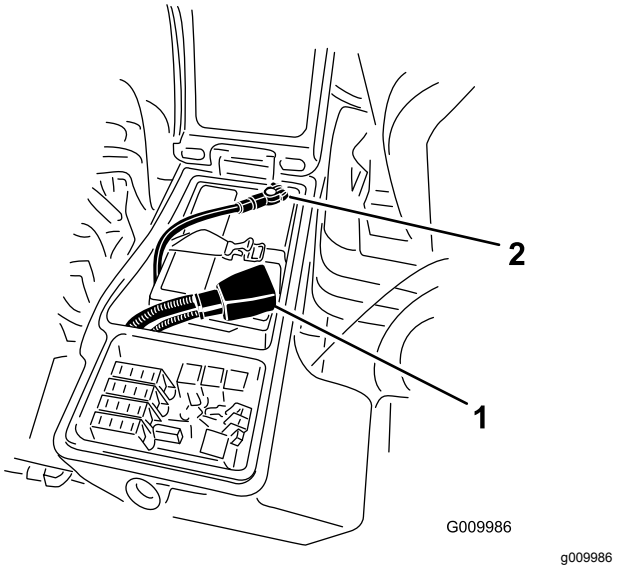

Figur 66
4. Fäst pluskabeln (röd) till plusanslutningen (+) och minuskabeln (svart) till minusanslutningen (-) på batteriet (Figur 66). Fäst kablarna till posterna med huvudskruvar och muttrar. Se till att plusanslutningen (+) går ända upp till polen och att kabeln sitter tätt emot batteriet. Kabeln får inte vidröra batterilocket. Trä gummiskon över plusanslutningen för att förhindra eventuell kortslutning.